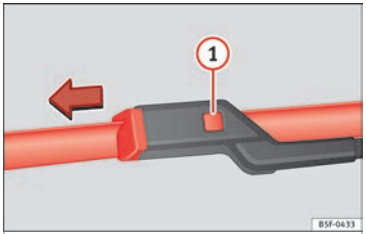

Fig. 80 Changing the windscreen wiper blades
- Press and hold release button ››› **Fig. 80** (1) and pull gently on the wiper blade in the direction of the arrow.